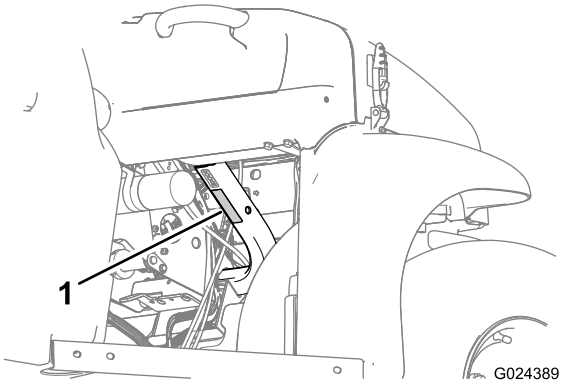

Figuur 22
- Hou rekening met het laadvermogen van de machine en beperk het gewicht van de lading die u in de laadbak transporteert volgens de specificaties in Specificaties (bladz. 17) en op het label met het toelaatbare totaalgewicht van de machine (Figuur 22).